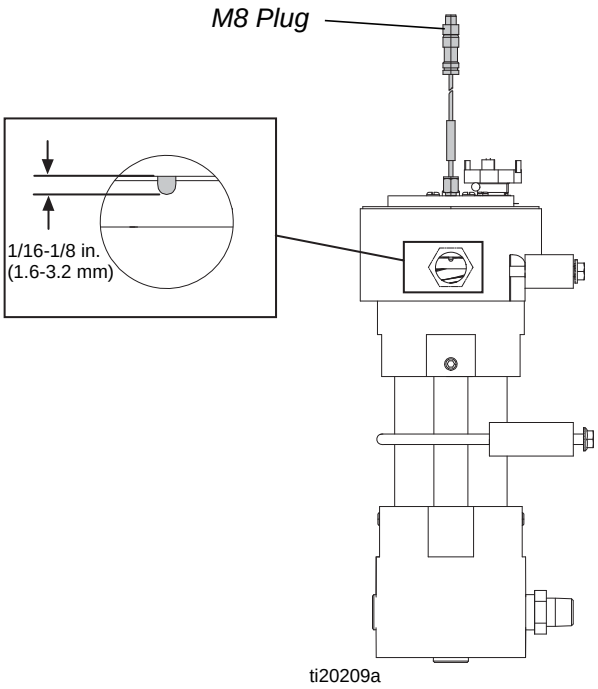

FIG. 13
2. Position sensor through housing (67) so it sticks through the aluminum shoulder on core (68) 1/16 to 1/8 in. (1.6 to 3.2 mm) into fluid outlet, when looking into the outlet. See FIG. 13.